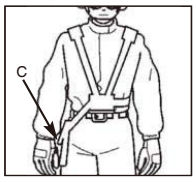

Рисунок 8B
2. Прикрепите застежку ремня (C) к кольцу (D), установленному на штанге, (рис. 8B и 8C).